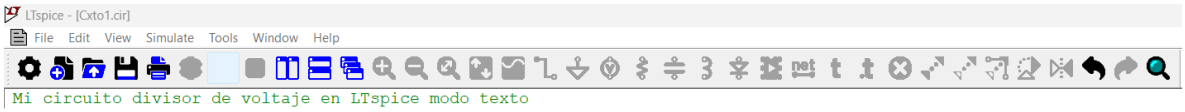

Figura 24. Descripción del título del circuito
h) **Indique un título para el circuito**: escriba en el editor de texto de LTspice un título para el circuito como se observa en la Figura 24.